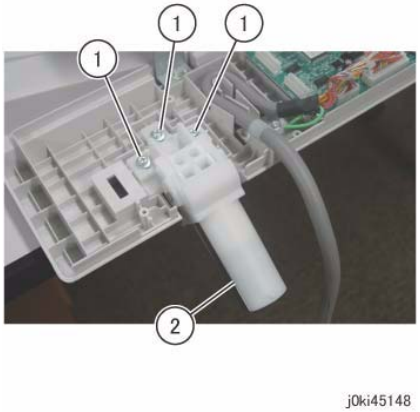

Figure 2 Remove the Right Counter Balance
6. Remove the Right Counter Balance. (Figure 2)